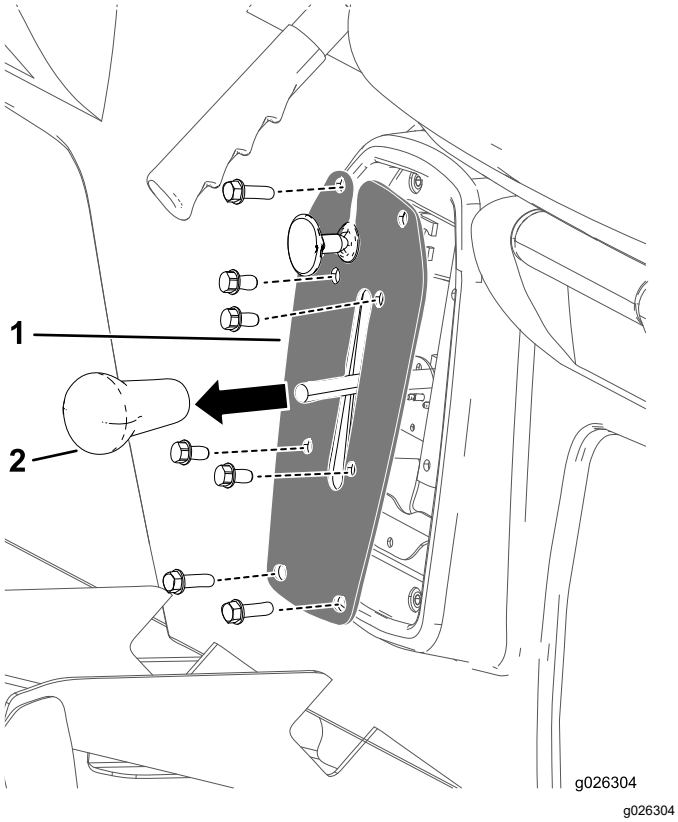

Figur 1
1. Ta bort knoppen från växelspaken (Figur 1).
2. Ta bort de fyra skruvarna som fäster växelspaksplattan på växelspaksfästet (Figur 1).
3. Ta bort de fyra skruvarna som fäster växelspaksplattan vid sätessockeln och ta bort växelspaksplattan (Figur 1).